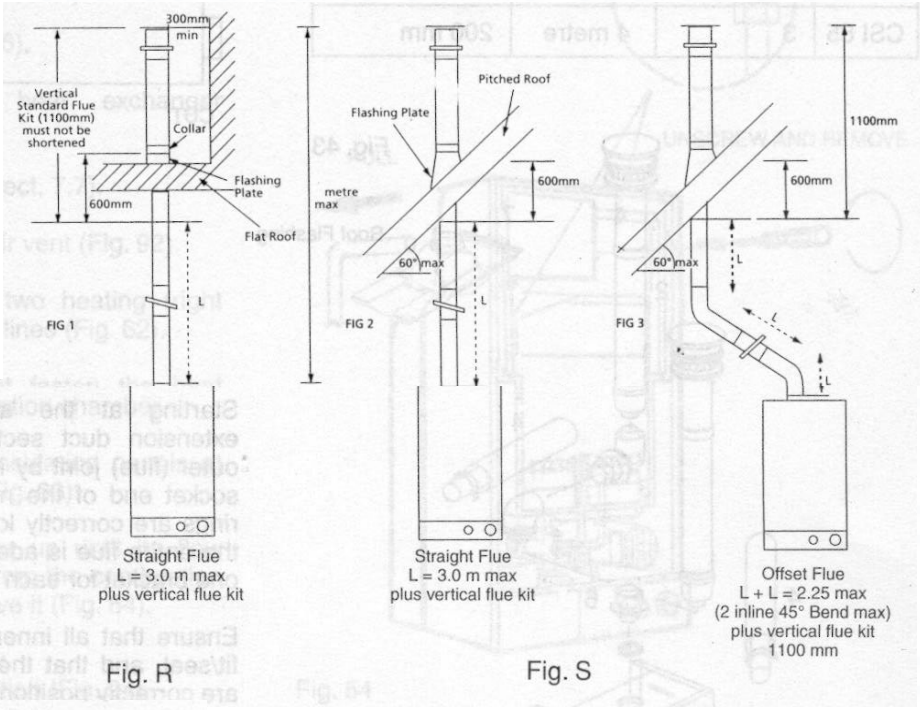
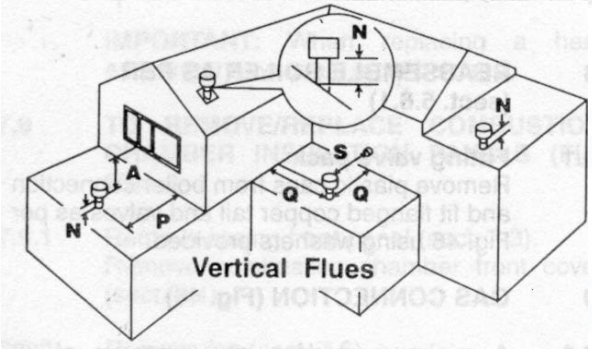

Fig. 41
Fig. 42
The vertical flue kit is intended for use where a horizontal flue outlet is not possible or desired. The vertical flue can be used either with a fiat roof or a pitched roof (maximum pitch 60°). Where a straight vertical flue is not possible or desired, an offset vertical flue can be used in conjunction with a side horizontal flue extension piece and an inline 135°/90° flue bend (Fig. 41).
- Ensure that the maximum permissible flue length is not exceeded (Fig. 42).
Measure the vertical distance between the top of the flue (Fig. 42) and the bottom of the flue terminal assembly (Fig. 41). The measurements should be taken from the outer diameter of the flue.